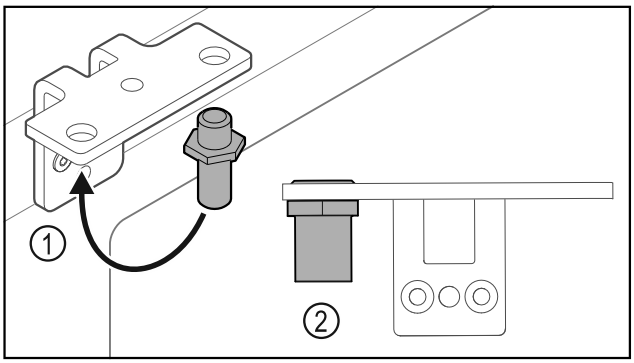

Fig. 27
▶ Mutați bolțul *Fig. 27 (1)* în colțarul balamalei.
▶ Strângeți bolțul *Fig. 27 (2)* cu **cuplul de 12 Nm**.